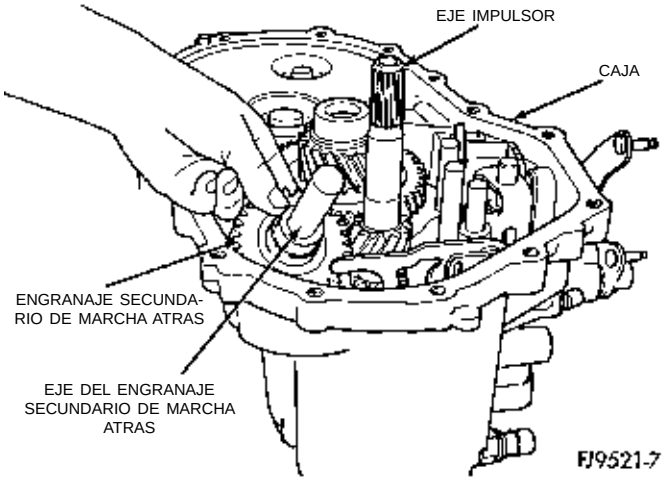
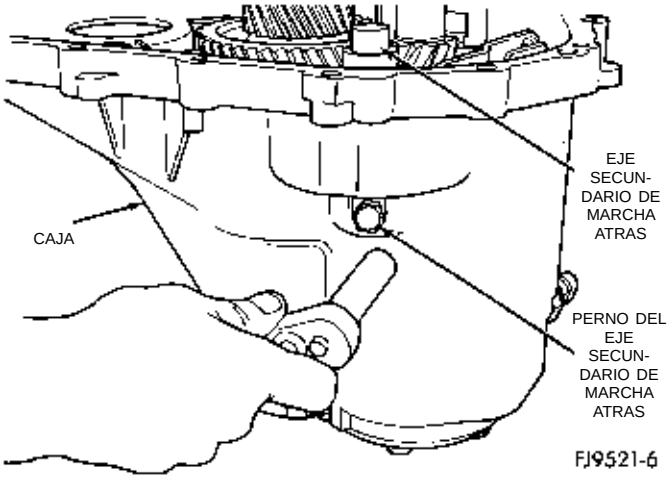

Fig. 71 Engranaje secundario de marcha atrás
Fig. 72 Perno del eje secundario de marcha atrás
(17) Empuje el collarín separador del eje del selector de cambios en el eje. Instale las palancas de cambios.
(18) Instale el engranaje y eje secundarios de marcha atrás. Monte el perno en el eje. Apriete el perno del eje con una torsión de 26 N·m (19 lbs. pie) (Fig. 71) (Fig. 72).